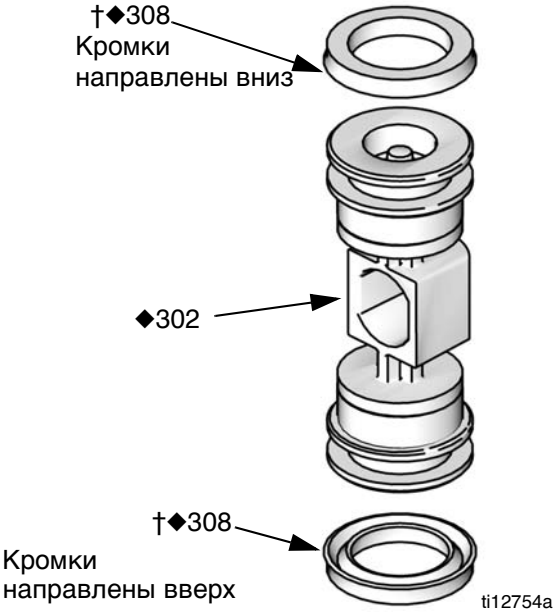

Рис. 10. Установка П-образных уплотнительных колец воздушного клапана
2. См. Рис. 10. Нанесите смазку на П-образные уплотнительные кольца (308†◆) и установите их на поршень (302◆) кромками по направлению к центру поршня.